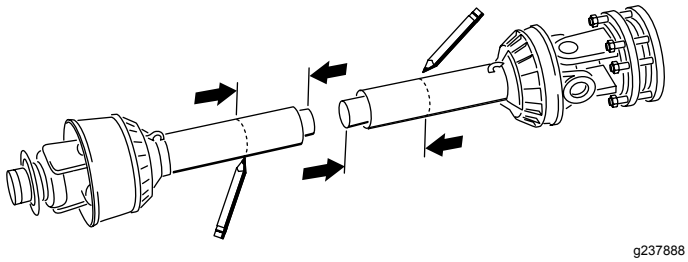
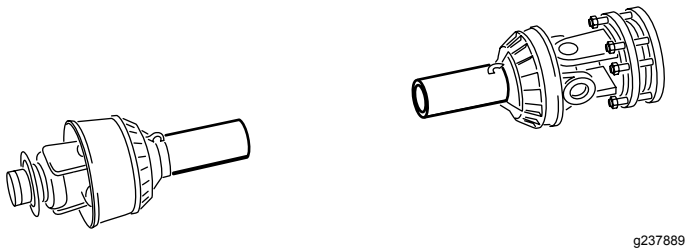

Figur 18
Figur 19
13. Bruk målene i trinn 8, og finn, marker og kutt av verneplaten og røret på hver av kraftuttakets halvdeler (Figur 18 og Figur 19).